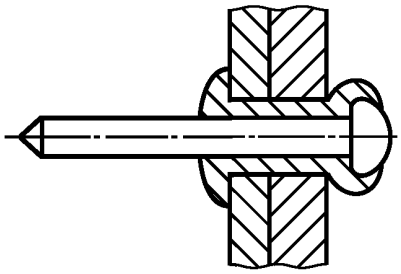

Рисунок 7 — Неразрывающийся вытяжной сердечник
2.2.1.4 **неразрывающийся вытяжной сердечник** (non-break pull mandrel): После установки заклепки сердечник не разрушается (рисунок 7).